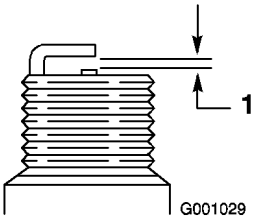

Figura 46
4. Regolate la luce tra gli elettrodi della candela su 0,76 mm (Figura 46).